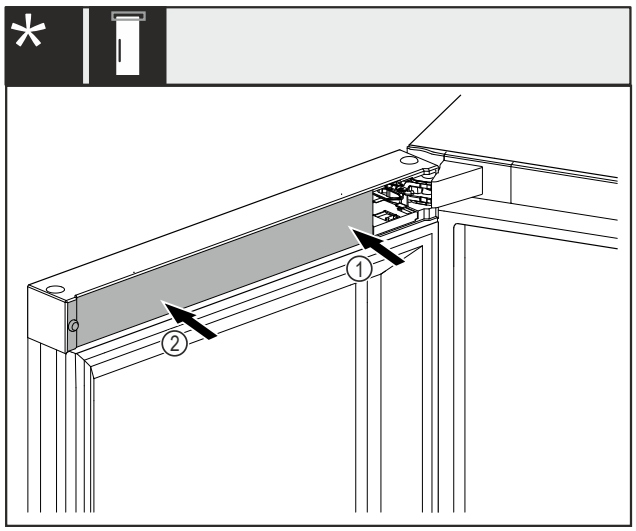

Fig. 50 *
▶ 将盖板 *Fig. 50 (1)*先放置到托架上并卡紧。*
▶ 将盖板 *Fig. 50 (2)*放置到外侧并卡紧。*